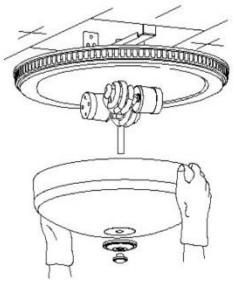

Fig. 6
1. Unscrew finial to remove the glass shade. (Fig.6)